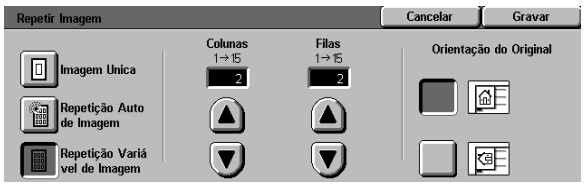

Figura 13: Ecrã de pormenores da opção Repetição Variável de Imagem
- **Repetição Variável de Imagem** (Figura 13)